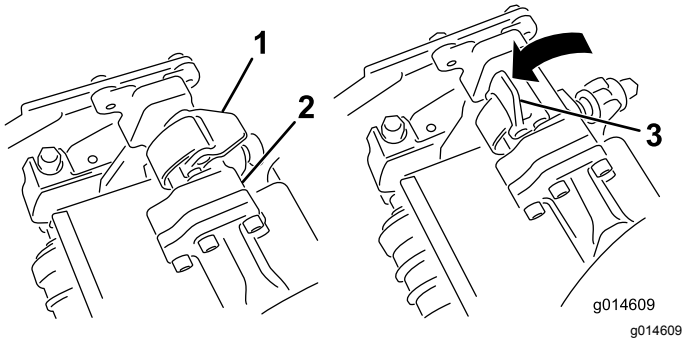
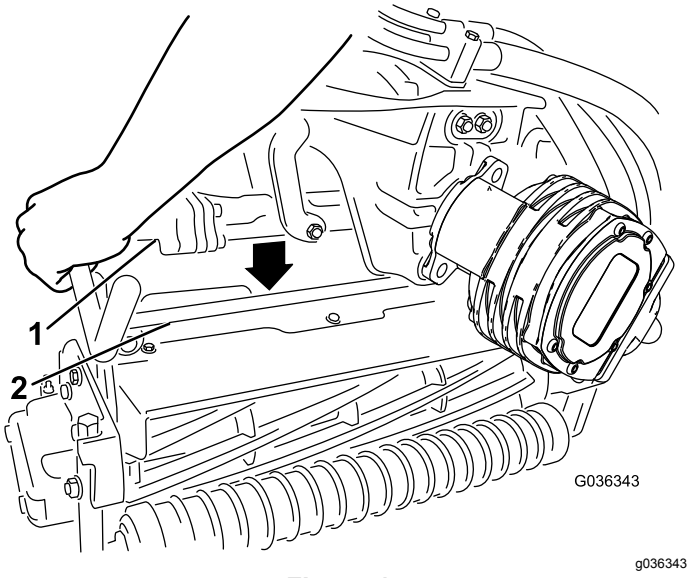

Figur 50
Figur 51
4. Låt spärrarna på upphängningsarmstången peka uppåt (dvs. de ska vara öppna) (Figur 50) och tryck upphängningsarmen nedåt så att stången passar över stången över ovansidan av klippenheten (Figur 51).
5. Fäll spärrarna nedåt och runt klippenhetsstången och lås dem på plats (Figur 50).
5. Öppna spärrarna på upphängningsarmstången på den klippenhet som du tar bort (Figur 50).